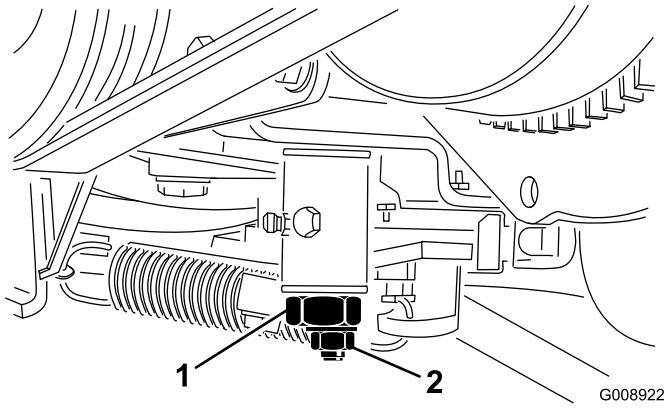

Figur 51
2. Lossa gasreglagekabelns kontaktdon på spaken vid insprutningspumpen (Figur 51).